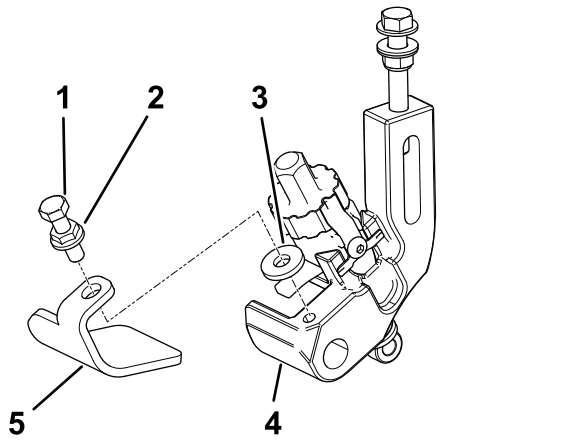

**図 2**
3. カッティングユニットの右側で、右側刈高ブラケットアセンブリに、右スキッドを取り付けるキャップスクリュ、フランジナット、ワッシャを使用する図 2。